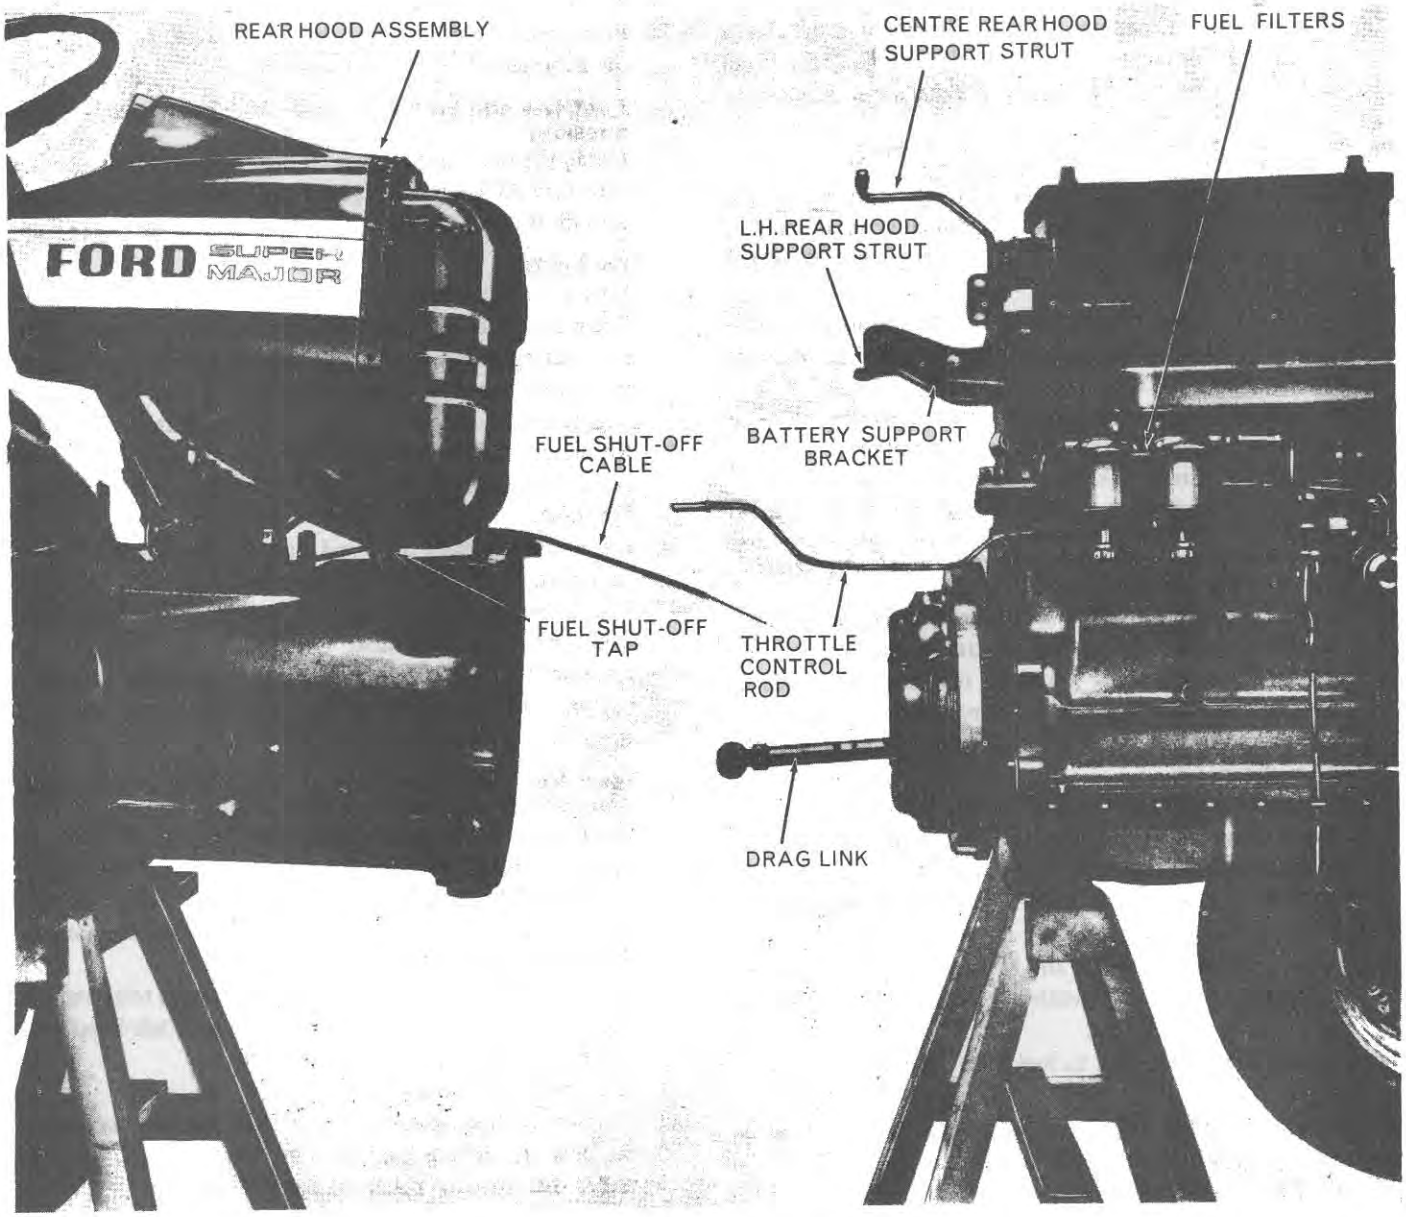

Figure 6
10. Disconnect the centre and left-hand, rear hood assembly support struts, Figure 6, by removing the respective nuts, bolts and washers.
11. Remove the two nuts, bolts and washers which secure the battery support bracket, Figure 6, to the rear hood panel assembly.
15. Disconnect the remaining three wiring leads from the starter relay terminals. (See item 19 regarding tractors with 'C' prefix.)
16. Remove the spring clip and disconnect the horizontal throttle control rod, Figure 6, from underneath the fuel tank.
17. Disconnect the fuel shut-off cable, Figure 6, at the arm on the fuel injection pump. Choke control on gasolene engines.
6. Reconnect the fuel leak-off pipe, Figure 6, and tighten the screw clamp.
7. Reconnect the engine shut-off cable, Figure 6, on diesel engined tractors, to the arm on the fuel injection pump. Allow approximately $\frac{1}{4}$ in. (6·35 mm) free movement of the cable at the control panel. Reconnect choke cable on gasolene engines.
16. Install the two nuts, bolts and washers securing the battery support bracket, Figure 6, to the rear hood panel assembly.